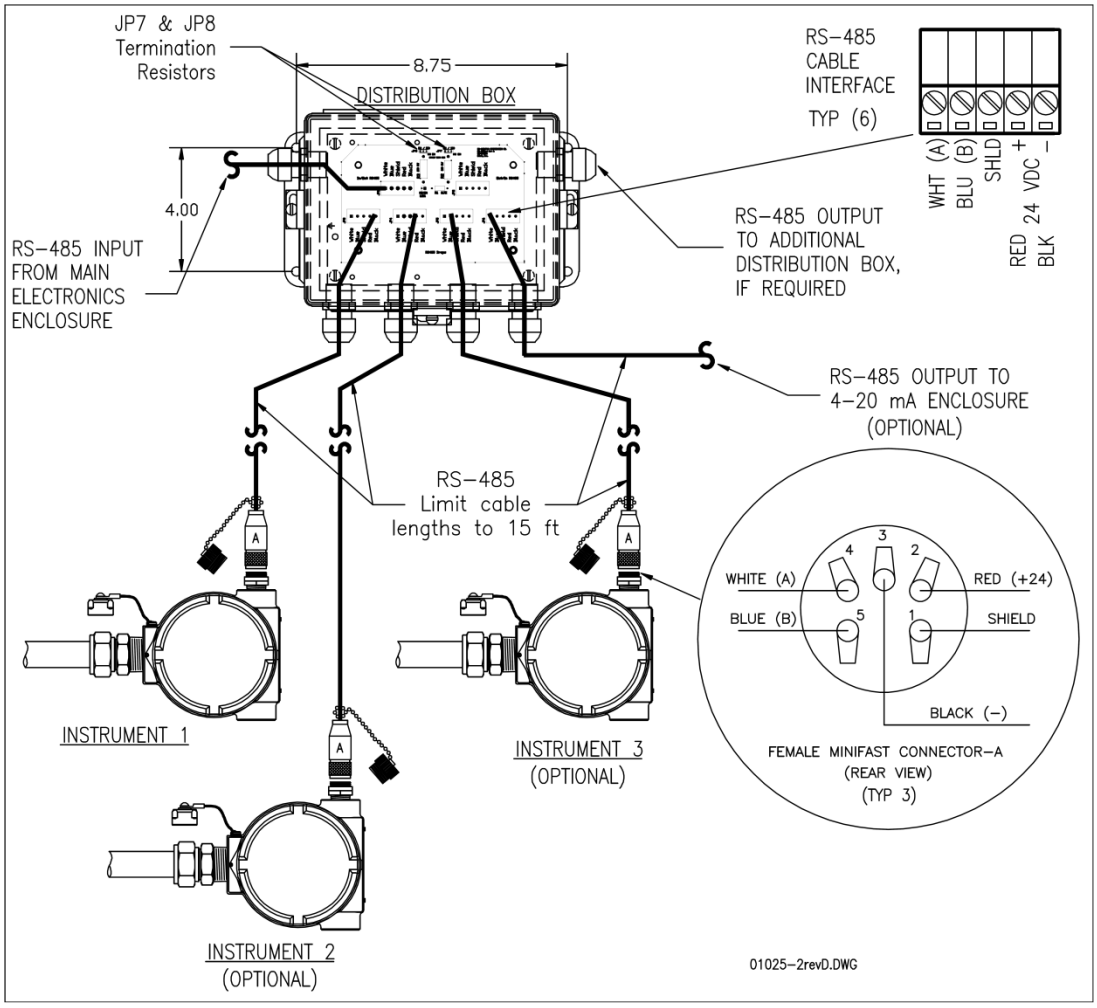

Figure 6: Distribution Box
2.2.3 Distribution Box (see Figure 6) – For distributing RS485 communication and 24VDC
1. Connect the provided DeviceNet 5711 cable from the main processor unit to screw terminal, JP1. The color code for this cable is: ***RS-485 communications***: white (A), blue (B) and shield (SH); ***power***: 24Vdc, red (+), and black (–).
4. Connect the probes to the distribution enclosure using the manufacturer supplied DeviceNet 5711 cable to the screw terminals labeled JP3 to JP6 (refer to Figure 6).